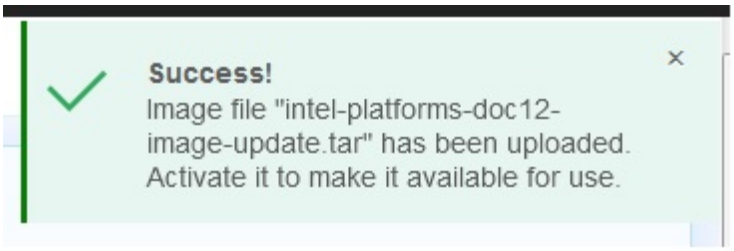

Рис. 86. Окно с уведомлением о завершении установки обновления BMC
7) После обновления BMC появиться сопутствующая надпись об успешном завершении обновления. Окно показано на рис. 86 Окно с уведомлением о завершении установки обновления BMC